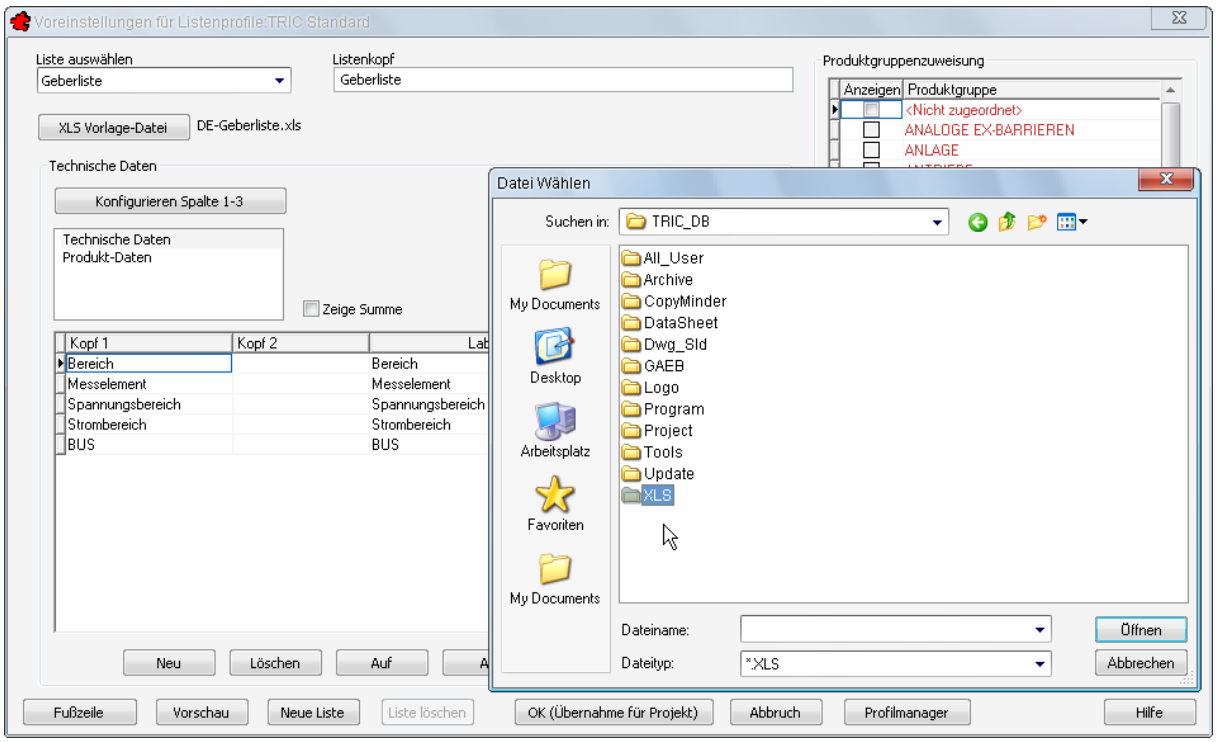

Bild 4.29 – Vorlagen können in Excel-Tabellen abgelegt und wieder geladen werden
- Vorlagen (*Templates)* können als Excel-Dateien (XLS) gespeichert und geladen werden (Abb. 4.29). Beschreibungen des Aufbaus und der Zuordnung der einzelnen Felder fehlen noch.